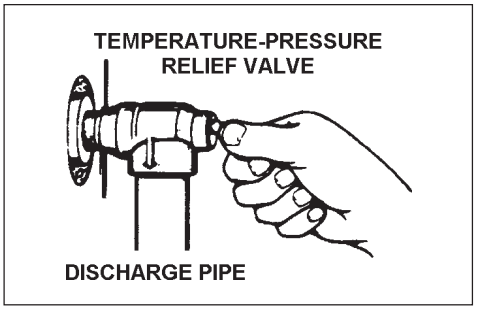

FIGURE 8.
When checking the temperature-pressure relief valve operation, make sure that (1) no one is in front of or around the outlet of the temperature-pressure relief valve discharge line, and (2) that the water discharge will not cause any property damage, as the water may be extremely hot, see Figure 8.